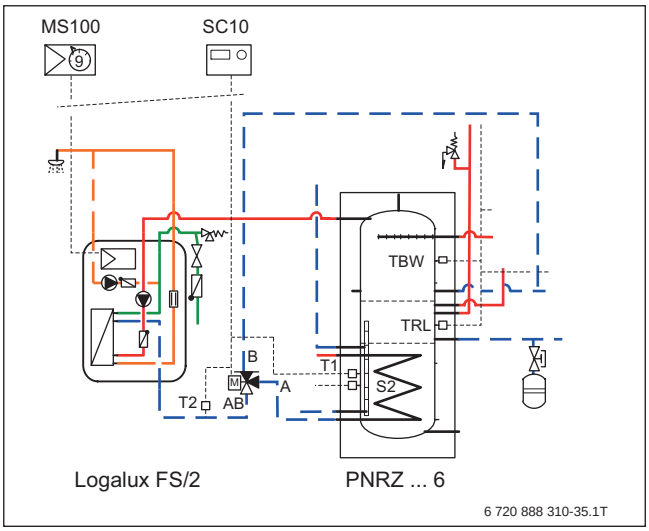

Bild 240 Rücklauftemperaturabhängige Einspeisung in PNRZ-Speicher
- Wenn optional eine Zirkulationspumpe installiert wird, sollte eine Temperaturdifferenzregelung (→ Bild 240) und ein Umschaltventil im Rücklauf der Frischwasserstation FS/2 eingebaut werden. Über diese Regelung und das Umschaltventil werden hohe Rücklauftemperaturen aus der Zirkulationsleitung oberhalb des Trennblechs des PNRZ-Speichers eingeleitet.